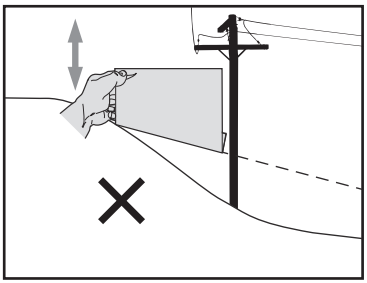

Fig. 02
5. Se houver um espaço vazio abaixo do medidor, a inclinação é muito íngrime para uma operação segura (Fig. 02).